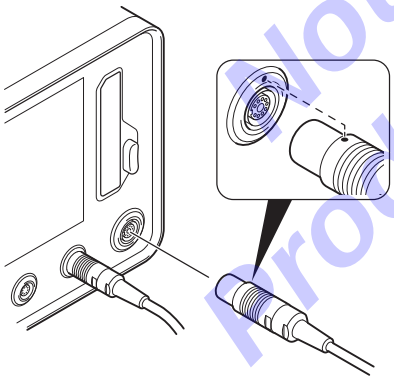

Figure 79 – Handpiece Connection
2. Install the handpiece cable connector into the console handpiece port (Figure 79).